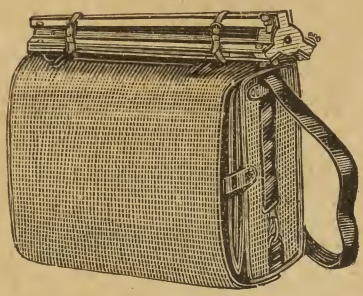

Fig. 73.
**Sac.** — Pour le transport, on enferme ordinairement la chambre noire, les châssis et le voile dans un sac en toile imperméable ou en cuir, qui est disposé pour être porté, soit à la main, soit en bandoulière, soit sur le dos à la façon d'un sac de soldat. Le sac est muni de deux courroies destinées à retenir le pied (fig. 73). Son prix est de 13 fr. 50 pour 9 × 12, 16 fr. pour 13 × 18 et 20 fr. pour 18 × 24.